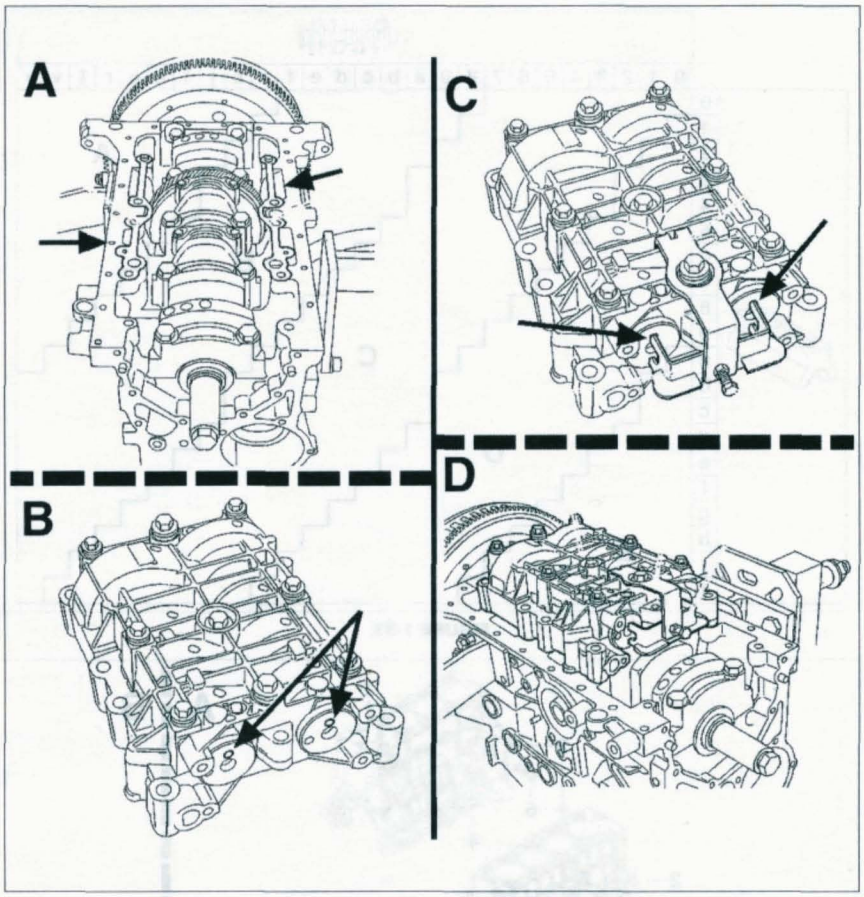

FIGURE 1-35
• Mettre en place un outil approprié (8610-T.D) sur le boîtier d'arbres d'équilibrage et engager celui-ci sur les goupilles de centrage **(figure 1-35)**.